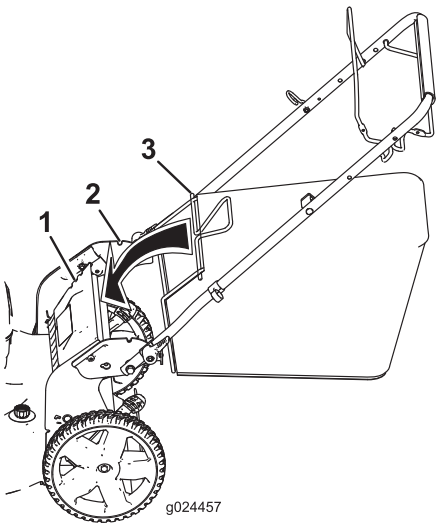

Figura 15
1. Sollevate il deflettore posteriore e tenetelo sollevato (Figura 15).
2. Montate il cesto di raccolta, accertandovi che i suoi perni siano inseriti nelle tacche presenti sulla stegola (Figura 15).